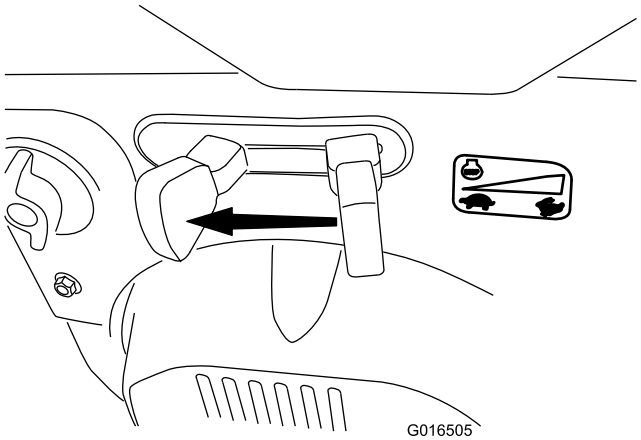

Figur 31
1. För gasreglaget till det långsamma läget och sedan till stoppläget (Figur 31) för att stänga av motorn. Motorn kan också stoppas genom att dra tändningsnyckeln utåt till mellanläget.